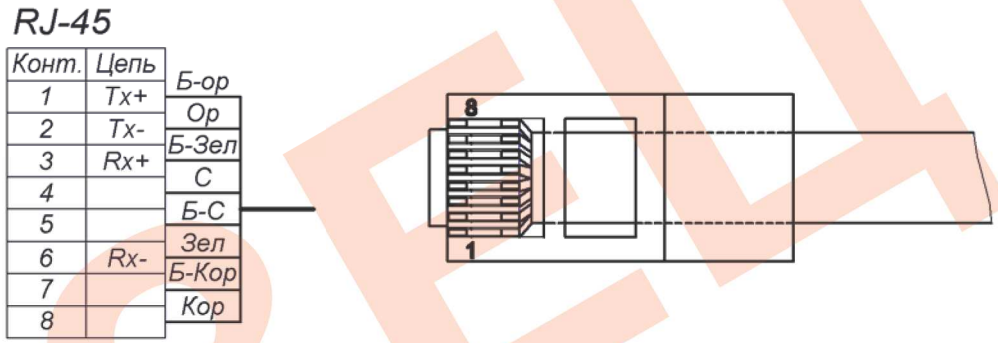

Рис. 3 Обжимка вилки RJ45 на кабель кат.5е
2. Ввести через кабельные вводы кабели интерфейса IP-камер/устройств, обжать вилки RJ45 на кабели и подключить их к коммутатору. Использовать кабель UTP кат.5е (в комплект поставки не входит; обжимка кабеля производится по стандарту TIA/EIA 568B (рис.3)).